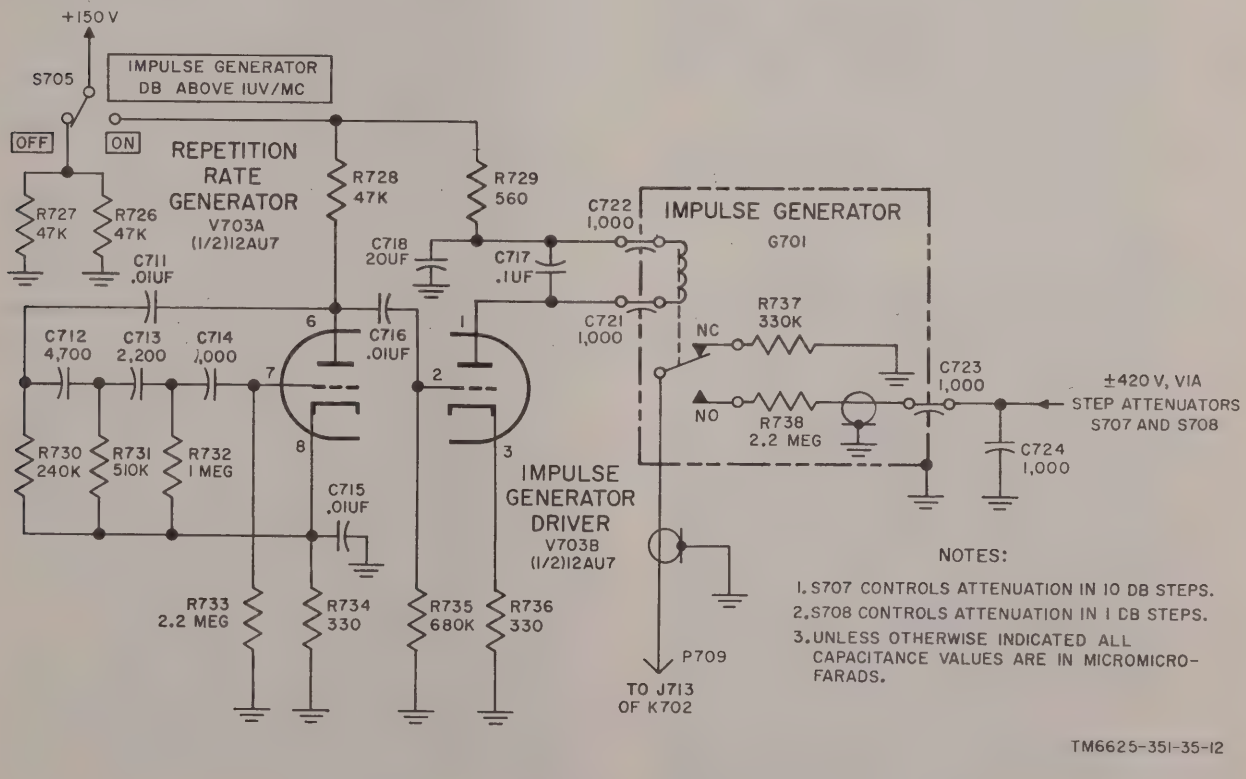

Figure 13. Impulse generator circuit, simplified schematic diagram.
(2) The potential present at the junction of the SLIDEBACK control (in the tuning unit) and voltage-divider resistor R710 is coupled through resistor R709, wafer switch S702 rear, section X, and filter FL702 to the negative terminal of the meter. In the METERED SLIDEBACK position of the function switch, R709 serves as the new meter multiplier resistor.
23. Impulse Generator Circuit (fig. 13)